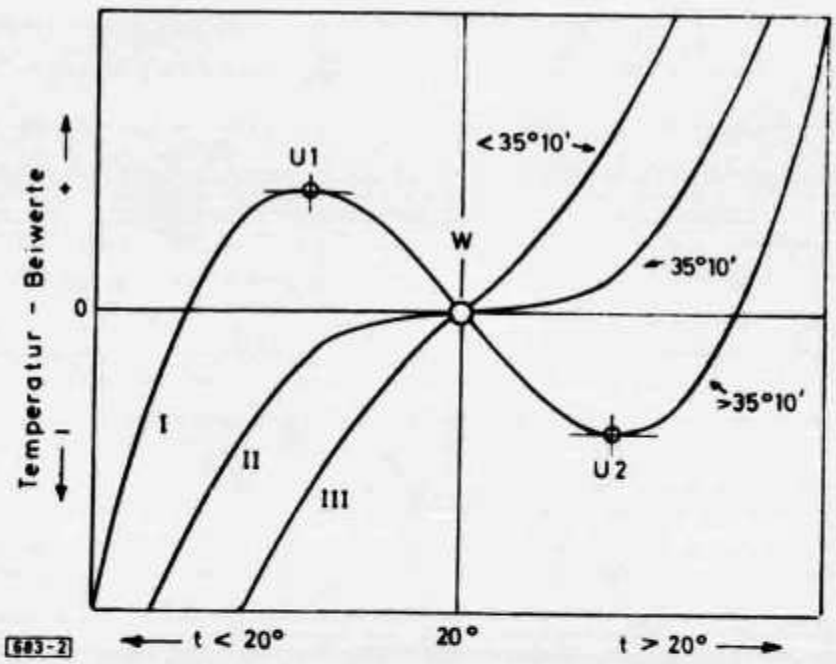
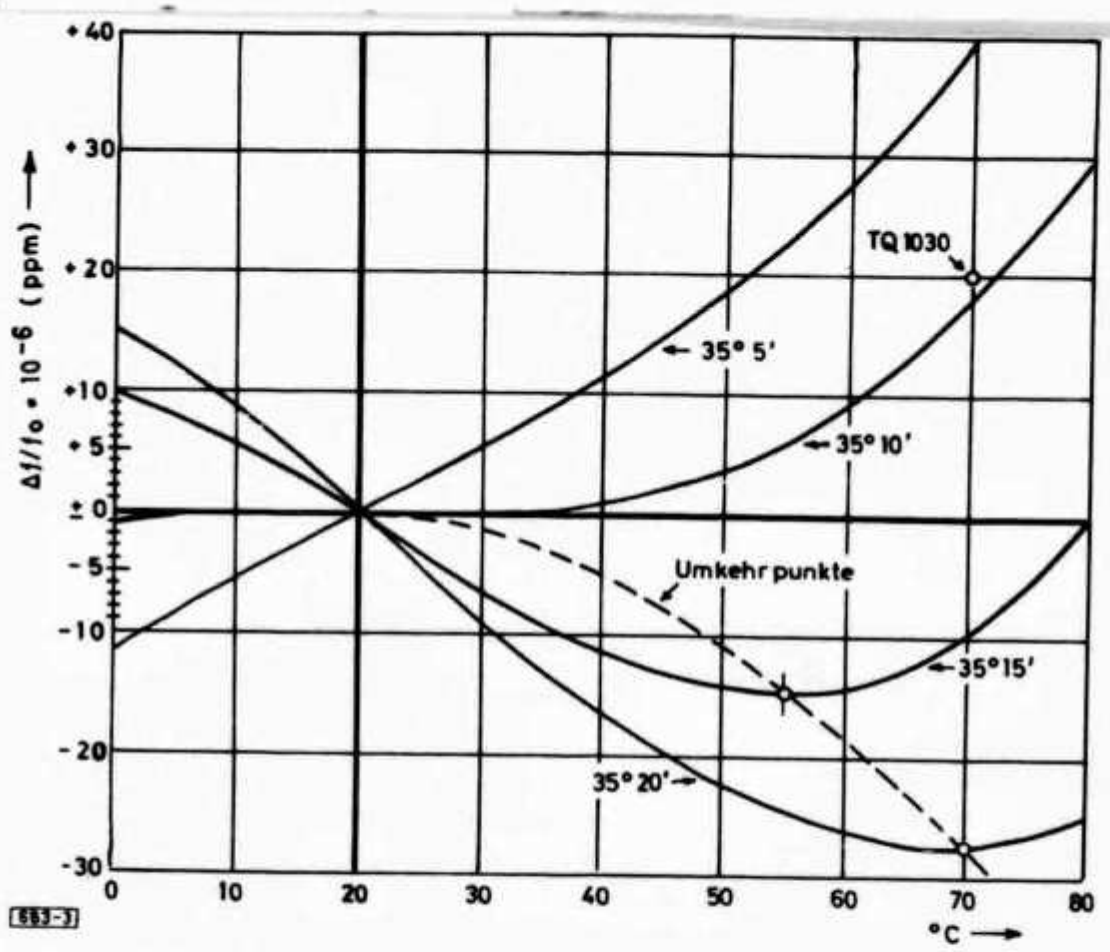

Abb. 2.
Abb. 3. Beiwerte von AT-Quarzen als Funktion der Temperatur und des Schnittwinkels
In **Abb. 2** sind die typischen Kurven für drei Schnittwinkel dargestellt. Bei einem Winkel über 35°10' (Typ I) steigt der kubische Verlauf im negativen Temperaturbereich steil an, erreicht einen ersten Umkehrpunkt (U_1), wendet (W) stets bei rd. 20°C, erreicht einen zweiten Umkehrpunkt U_2 und steigt dann wieder steil an. Die Umkehrpunkte U_2 liegen für andere Winkel auf der gestrichelten Kurve in **Abb. 3.**
Man kann sehr leicht qualitativ feststellen, welchem Typ ein Quarz angehört, indem man ihn in irgend einen Oszillator setzt. Vorher wurde er in einer Tasse mit heißem Wasser auf ca. 60°C erwärmt – notfalls mit einem Lötkolben. Beim Abkühlen sieht man sein Wandern an einem Frequenzzähler. Nur bei Typ II ändert sich sehr wenig (**Abb. 2** und **4**).
Man wählt einen Quarz mit einem Umkehrpunkt (U_2) um 40 bis 70°C (Abb. 3) und setzt ihn in einen **beheizten** Thermostaten, dessen Arbeitstemperatur der (selbst) ermittelten [3] Umkehrtemperatur U_2 entspricht. Hier kann die Temperatur beispielsweise um 1°C schwanken, ohne daß sich der Beiwert bzw. die Frequenz nennenswert ändert.
Viel einfacher ist es – zumindest für Amateurbelange – sich eines Quarzes mit kleinem Beiwert, d. h. mit einem Schnittwinkel von genau 35°10′ (Abb. 3), zu bedienen. Ein Quarz TQ 1030 [4] weist z. B. einen garantierten Beiwert von ±20 ppm zwischen −20 und +70°C auf. Dieser Punkt für 70°C (Abb. 3) liegt recht genau auf der 35°10′-Kurve. Der Mehrpreis beträgt nur wenige DM [4] gegenüber dem Durchschnittsquarz TQ 1020 mit einem Garantiewert von ±50 ppm im gleichen Temperaturgebiet. Gemäß Abb. 2 u. 3 überstreicht er ein weites Gebiet. Eine präzisere DIN-Norm scheint es nicht zu geben.